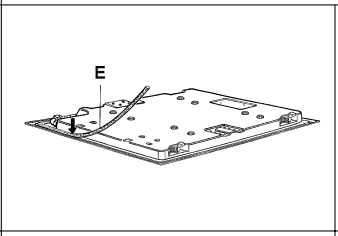

ABB. 9
- Drehen Sie das Kochfeld um und bringen Sie die Dichtung “E” (Abb. 9) korrekt unter dem Rand des Kochfelds an, so dass der äußere Rand der Dichtung perfekt mit dem äußeren Rand des Kochfelds abschließt. Die Enden der Streifen sind so zusammenzufügen, dass sie perfekt aneinander anschließen, ohne sich zu überlagern.